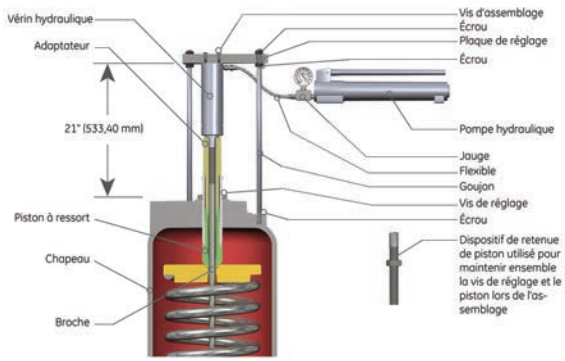

Figure 15 : Dispositif de réglage pour orifices V et W
- Fixer le dispositif de réglage (voir Figure 15).
7. Retirer les écrous de goujon (14) et soulever le chapeau (11).